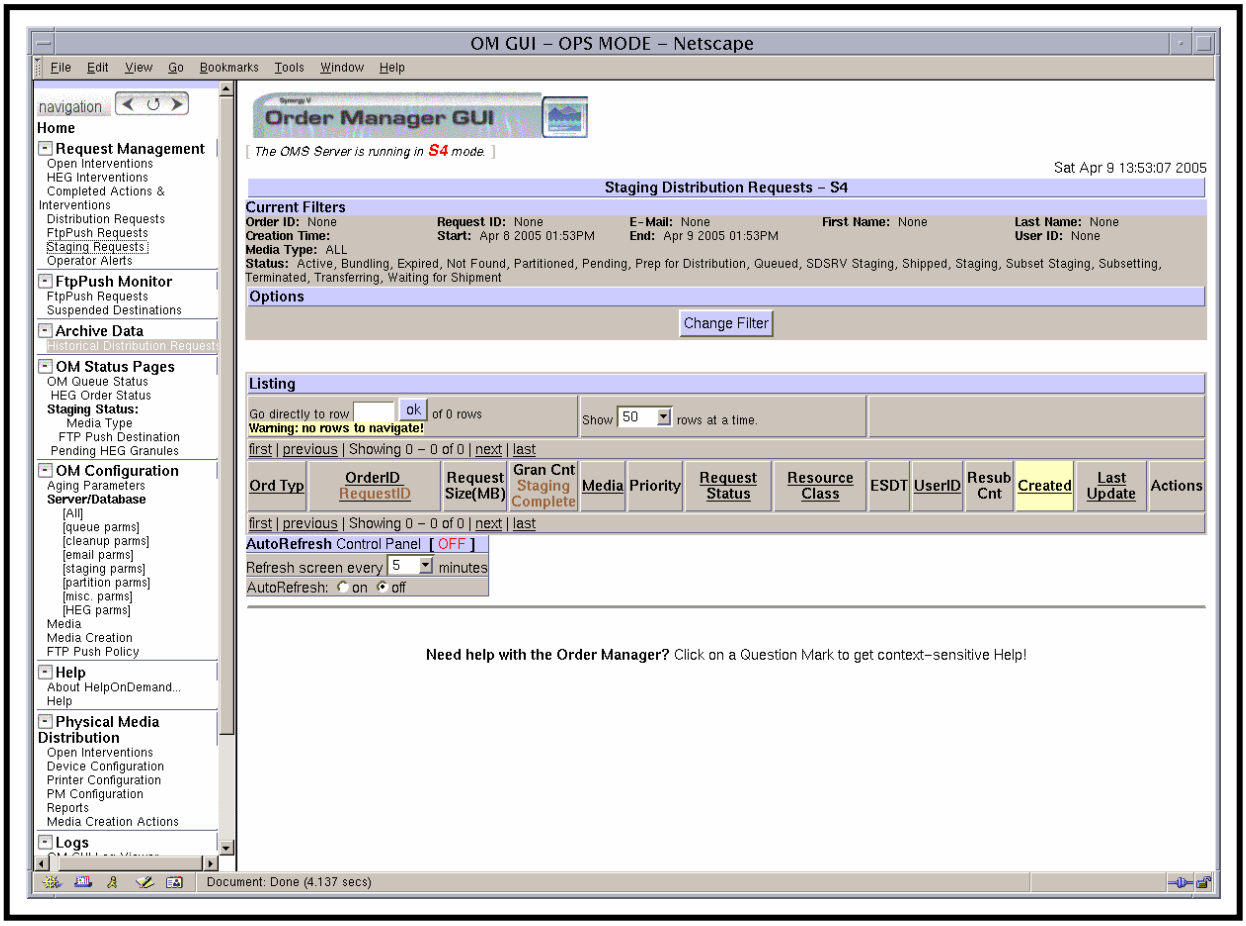

Figure 29. Staging Distribution Requests Page
- **Staging Distribution Requests** page (Figure 29).